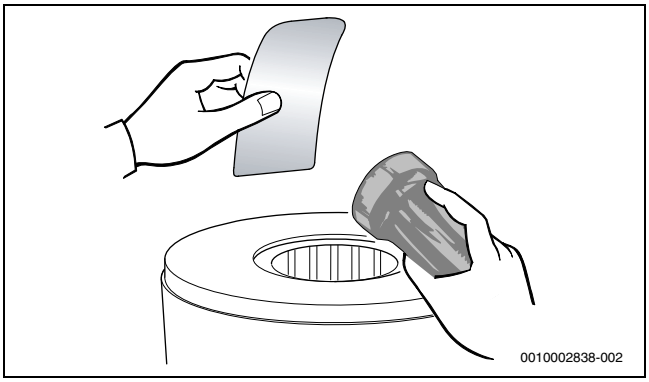

Rys. 169 Kontrola bloku cieplnego pod kątem pozostałości
- Ponownie sprawdzić blok cieplny pod kątem pozostałości (→ rys. 169).